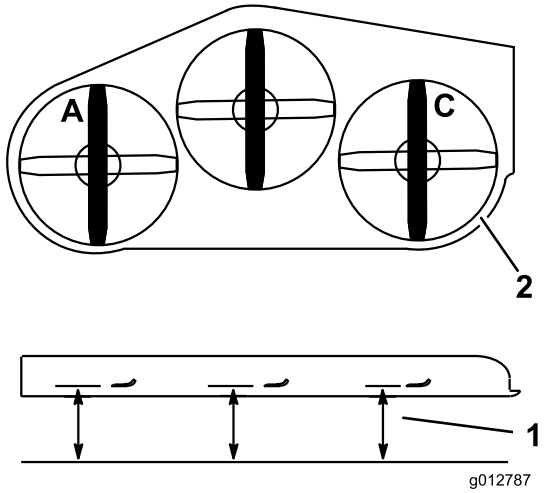

Figure 85
1. Tournez la lame gauche dans le sens longitudinal (Figure 85).
2. Mesurez et notez la distance au point **A** entre la surface plane et le tranchant de la pointe de la lame gauche (Figure 85).
3. Tournez la lame droite dans le sens longitudinal (Figure 85).
4. Mesurez et notez la distance au point **C** entre la surface plane et le tranchant de la pointe de la lame droite (Figure 85).
2. Tournez la lame gauche dans le sens longitudinal (Figure 85).
3. Mesurez et notez la distance au point **A** entre la surface plane et le tranchant de la pointe de la lame gauche (Figure 85).
4. Tournez la lame droite dans le sens longitudinal (Figure 85).
5. Mesurez et notez la distance au point **C** entre la surface plane et le tranchant de la pointe de la lame droite (Figure 85).